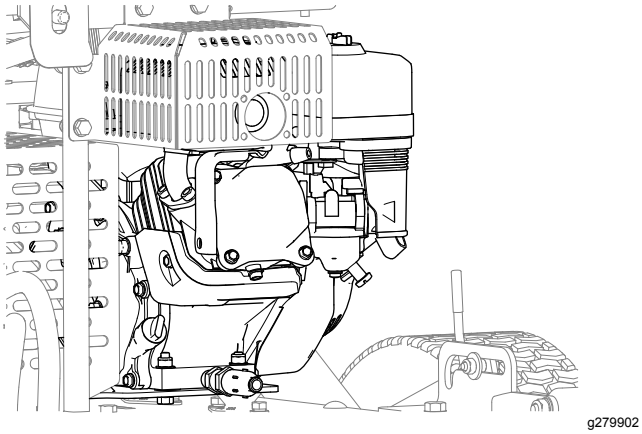

Figure 41
4. Nettoyez le moteur et les ailettes de refroidissement du moteur (Figure 41).